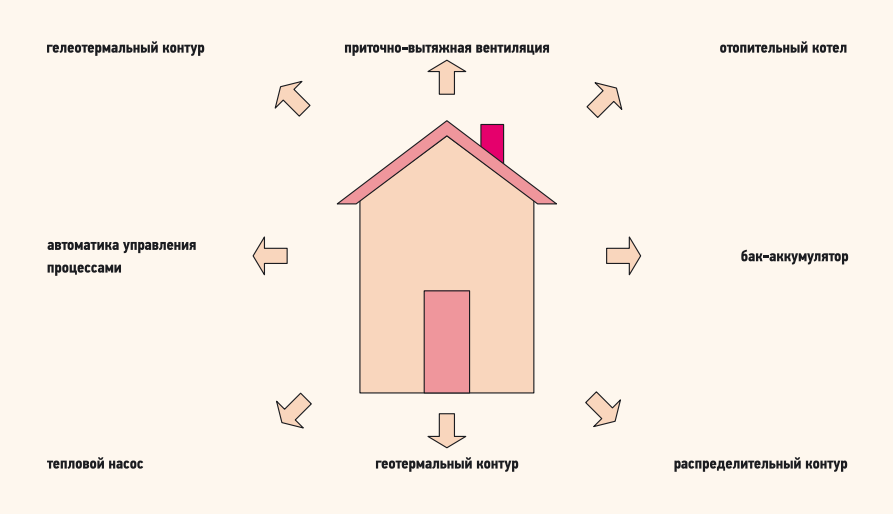

Рис. 2. Основные элементы инженерного оборудования энергоэффективного здания
- повышением требований к автоматическому регулированию и контролю за генерацией и распределением тепловой и электрической энергии (методы снижения теплопотребления, с применением инженерного оборудования представлены на рис. 2).